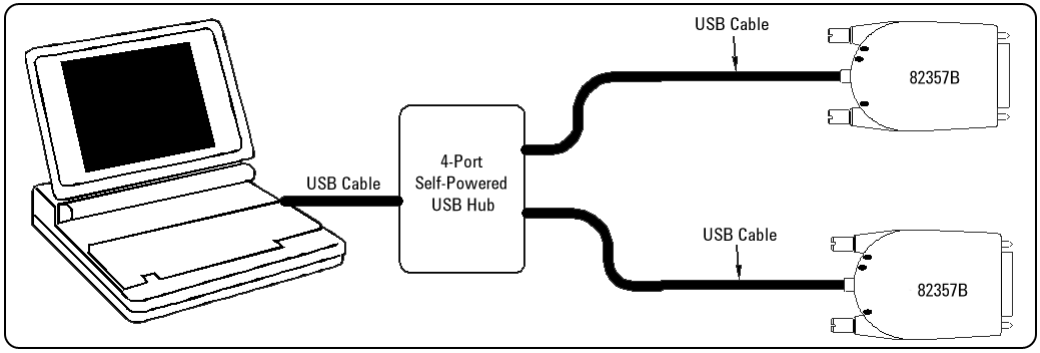

Figure 1-5 Connecting the 82357B to a USB Hub
1. Plug the power adapter into the hub and into an electrical outlet. Make sure the hub is operating in self-powered mode. Figure 1-5 shows a 4-port self-powered USB hub with two 82357B USB/GPIB Interfaces connected.